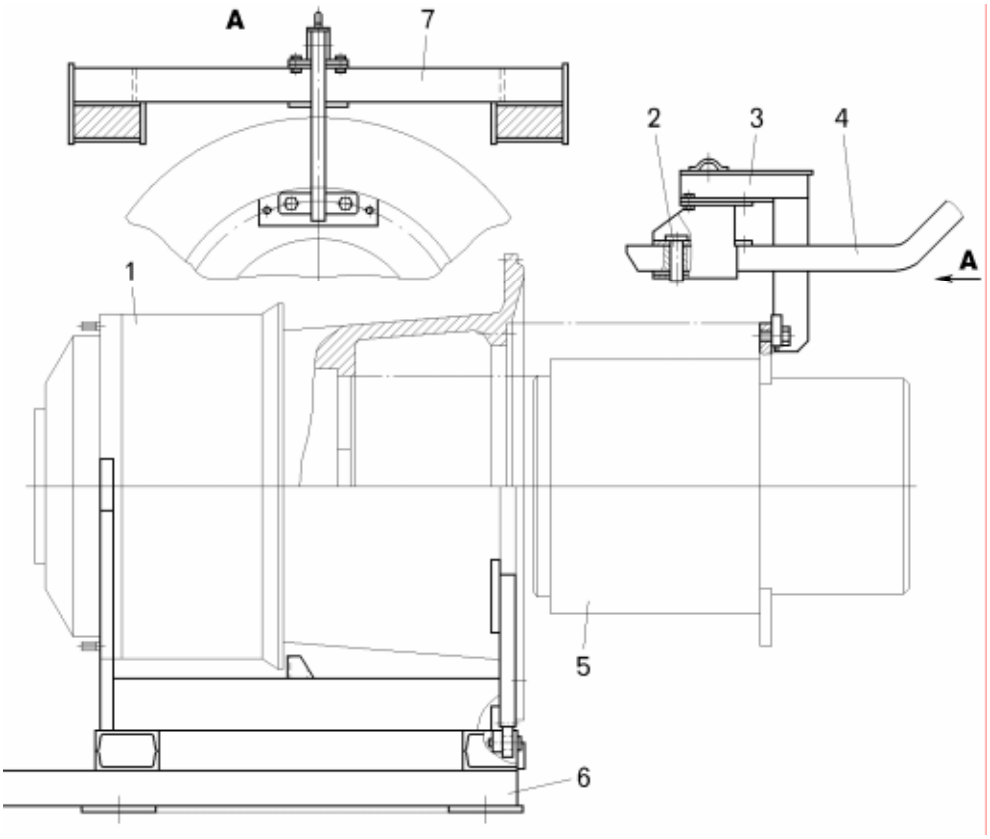

Рисунок 7.3 – Приспособление для установки и снятия электродвигателей:
– зачалить тяговый электродвигатель за рым-болты или приспособлением (рисунок 7.3) и отвернуть болты 15 (смотри рисунки 7.1) крепления тягового электродвигателя 2 к корпусу редуктора 8,